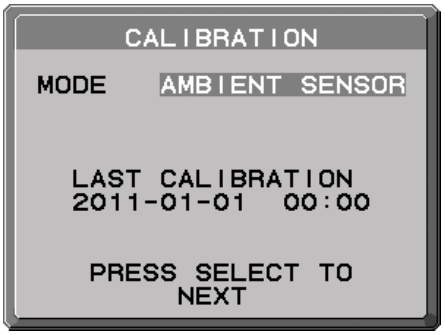

**Рисунок AS.1**
2. Включите дисплей. Через 30 минут выбрать AMBIENT SENSOR в режиме калибровки (**Рисунок AS.1**).